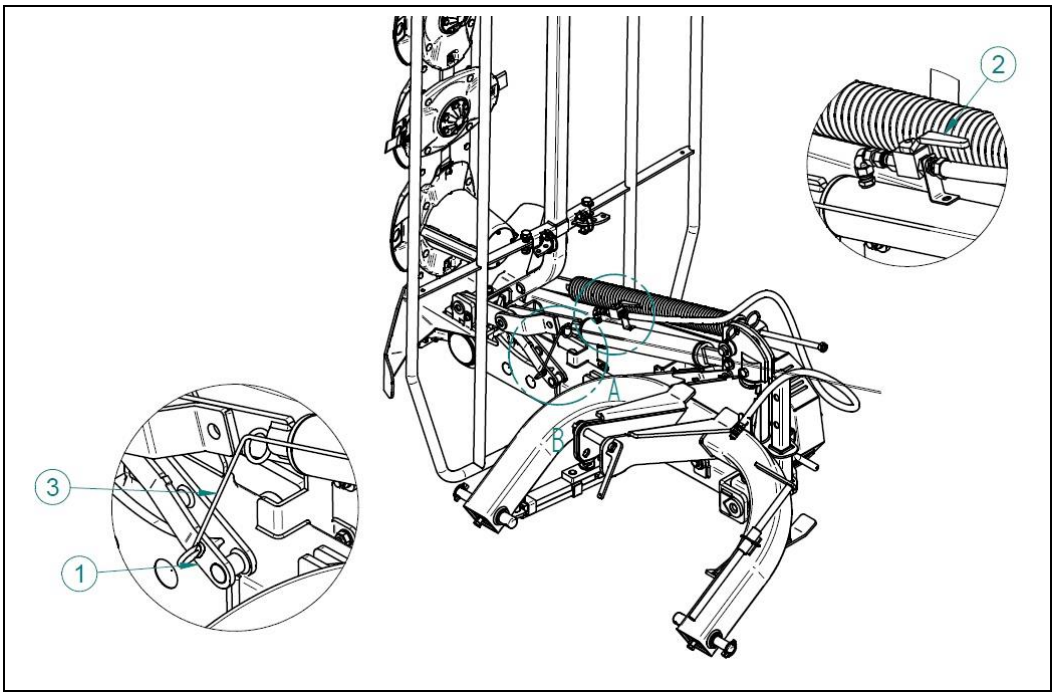

Abb. 11 Umstellung in die Arbeitsposition
Nach der Transportfahrt und dem Aufstellen des Schleppers in die Position zum Mähen soll das Ventil (2) auf dem Kraftzylinder geöffnet, die Balkenblockade (1) gelöst und das Seil (3) gezogen werden, Abb. 11.